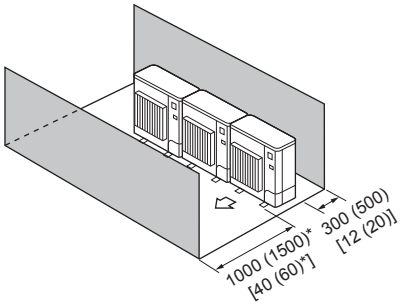

Fig. 2-15
④ Obstacles uniquement à l’avant et à l’arrière (Fig. 2-15)